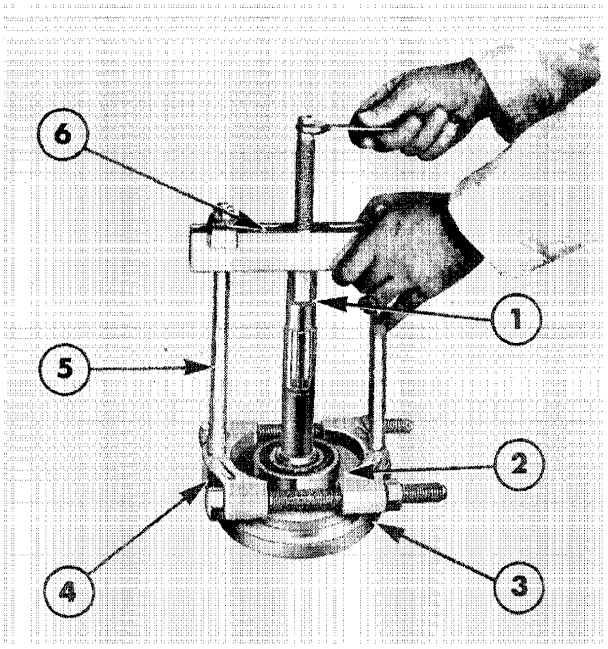

Figure 22
20. Examine the ring gear bearing for wear or damage. If necessary remove the bearing with Tool Nos. 930–B, 938, 952 and 630–S4 as shown in Figure 22. Take care not to damage the shim located behind the bearing. Ensure the shim is placed against the step on the ring gear shaft and then press the new bearing onto the shaft, using a convenient length sleeve of 82,6mm (3.25 in) internal diameter and 95,3 mm (3.75 in.) external diameter.